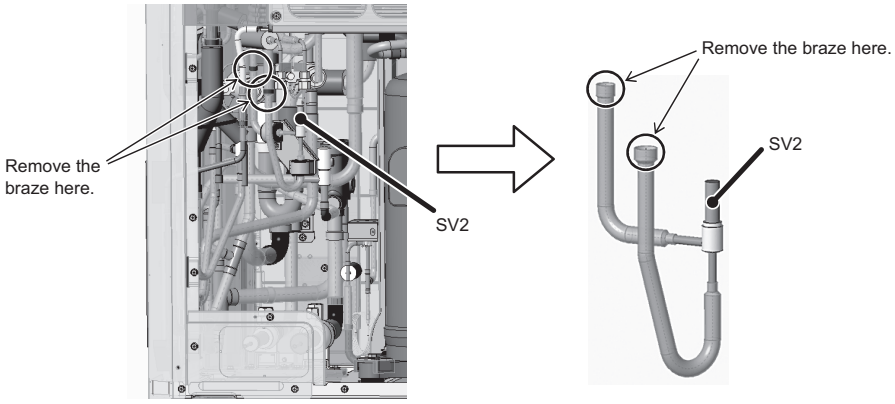

Figure 10 SV2 assembly
(10) Remove the braze at the two areas circled in Figure 10 to remove SV2 assembly. (See Figure 10.)